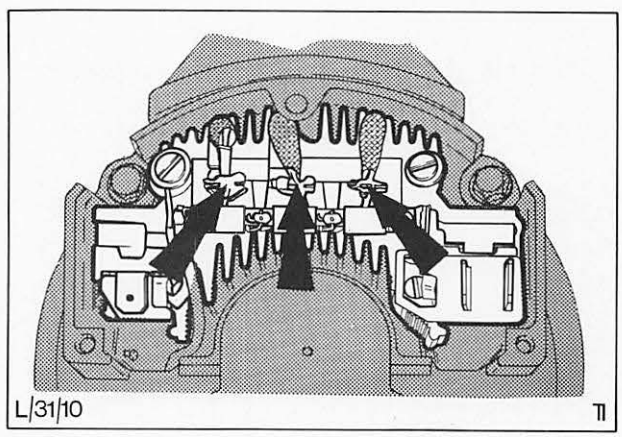

Abb. 81 Diodenbrücke mit Lötverbindung an Ständer
7. Verbindung – Ständer an Diodenbrücke ablöten, Abb. 81, und Brücke entfernen.